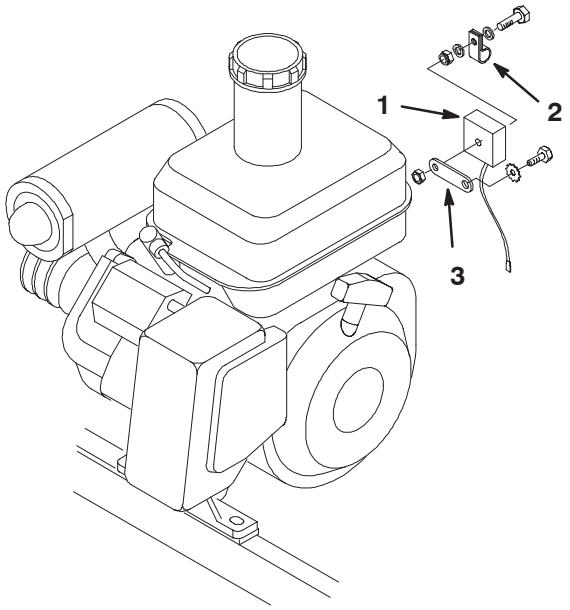

**Figure 2**
**4.** Plug (2) harness connectors into the yellow leads coming from engine.
**6.** Place engine wires and voltage regulator wires into R–clamp. Secure R–clamp with a capscrew, (2) flat washers and a jam nut (Fig. 2).
**7.** Mount voltage regulator and voltage regulator strap to R–clamp capscrew and locknut (Fig. 2).
**8.** Mount voltage regulator strap and ring terminal from harness ground wire to engine boss with external tooth lockwashers and capscrew (Fig. 2).